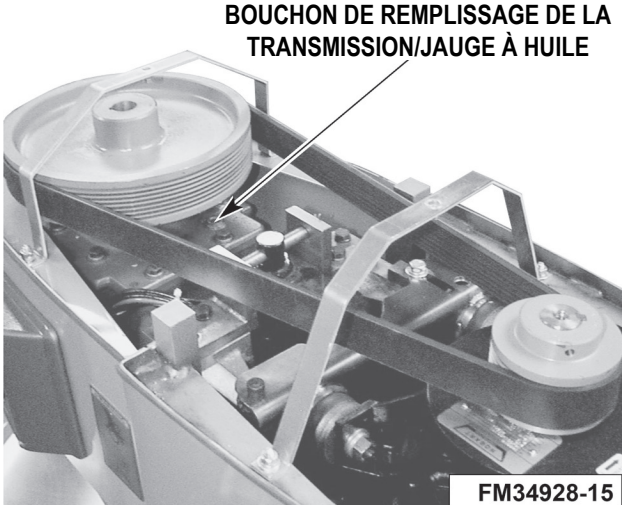

Fig. 1
Placez un niveau sur le bord supérieur de la grande poulie (Fig. 1). Faites glisser les cales sous la surface de contact du socle du mélangeur selon les besoins pour le mettre de niveau d'avant en arrière et d'un côté à l'autre.
- Dévissez la jauge à l'aide d'une clé Allen 3/8 et vérifiez le niveau d'huile. Le niveau d'huile doit se situer entre les deux rainures de la jauge. Reportez-vous à la Fig. 1 pour l'emplacement de la jauge. Ne remplissez pas trop la transmission, car une fuite pourrait en résulter. Pour connaître l'huile de transmission recommandée, contactez le service après-vente Hobart local.